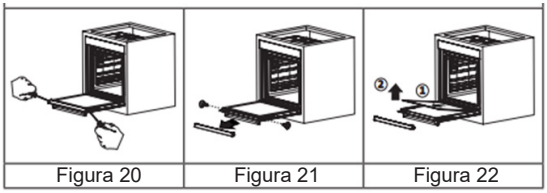

Figura 20	Figura 21	Figura 22
2. Quite los tornillos del lado izquierdo y derecho como se muestra en la figura 20. 3. Retire el perfil tirando de él hacia usted como se muestra en la figura 21. El cristal queda libre después de retirar el perfil como se muestra en la figura 22. Tire con cuidado hacia usted del cristal que ha quedado libre. Si es necesario, el cristal central puede retirarse de la misma manera. El cristal exterior está fijado al perfil de la puerta del horno. Puede limpiar fácilmente el cristal después de haberlo